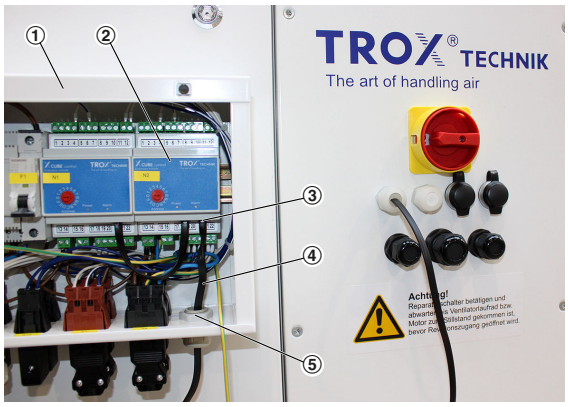

Fig. 4: Controls module
3. Open the cover of the controls module (Fig. 4/1) and set the address of the accessory on the extension module (Fig. 4/2) *on page 7*.
Take the supplied bus connecting cable (RJ12, Fig. 4/4) and lead it through the penetration in the casing of the controls module (Fig. 4/5) into the controls module.
Plug the bus connecting cable into the RJ12 socket (Fig. 4/3) on the extension module.